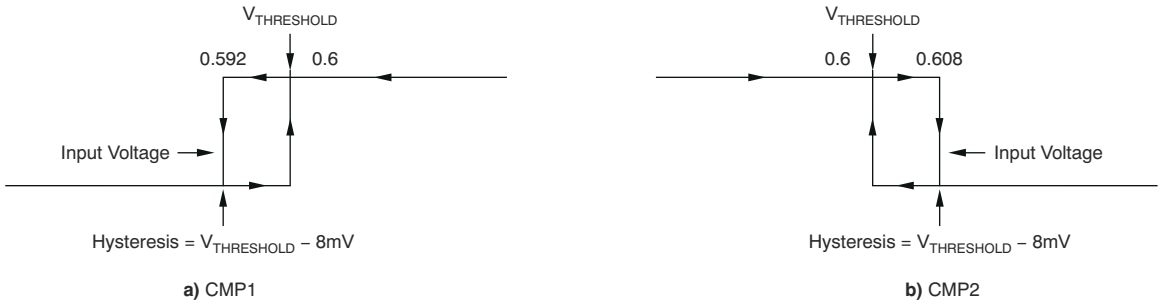

Figure 6-1. Comparator Hysteresis
(1) Hysteresis refers to the threshold (the threshold specification applies to a rising edge of a noninverting input) of a falling edge on the noninverting input of the comparator; refer to Figure 6-1.
(2) Specified by design; not production tested.
(3) See the *Comparator Maximum Input Voltage Range* section in the *Application and Implementation*.
(4) The comparator response time specified is the interval between the input step function and the instant when the output crosses 1.4 V.
(5) The CMP1 $\overline{\text{RESET}}$ input has an internal 2-MΩ (typical) pulldown. Leaving the CMP1 $\overline{\text{RESET}}$ open results in a LOW state, with transparent comparator operation.
(6) The Comparator 2 delay applies to both rising and falling edges of the comparator output.